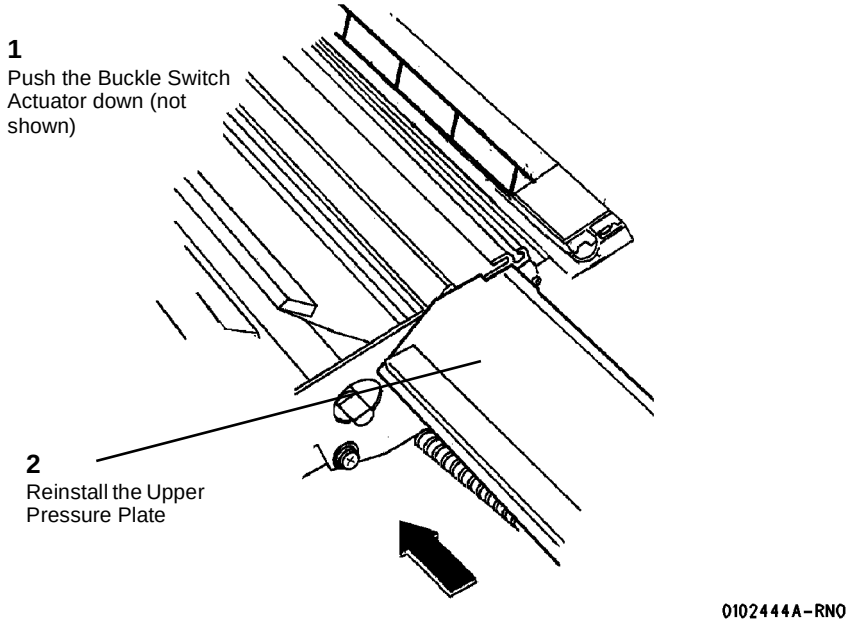

**Figure 3 Reinstalling the Upper Pressure Plate**
2. (Figure 3): Reinstall the Upper Pressure Plate.